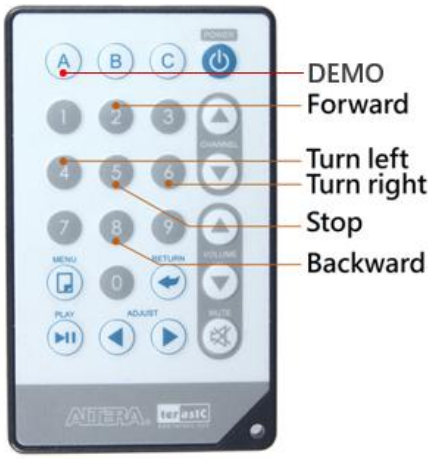

Figure 5-10 Robot remote control
Figure 5-10 shows the remote control for the robot, point IR remote control to the robot, the robot will move forward when users press key 2, the robot will stop moving when user press key 5. The key 8 is used to move the robot backward, key 4 is used to turn the robot to the left, and key 6 is used to turn the robot to the right, Key A is used to perform the scheduled action. Table 5-1 shows the functions of each key number on the controls.